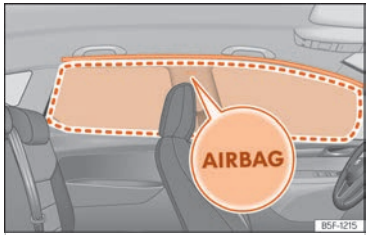

Fig. 33 Location and deployment area of the head-protection airbag.
Head-protection airbags are on both sides of the passenger compartment, above the doors ››› Fig. 33 and their location is indicated with the word "AIRBAG".
The framed area is covered by the head-protection airbag when it is deployed (deployment area) ››› Fig. 33. Therefore, objects should never be placed or mounted in this area ››› ⚠.
- **Ensure that children are correctly seated in their seats and that their heads are not in the deployment zone of the head airbags ››› Fig. 33, as deploying airbags could hit them and cause serious injury.**